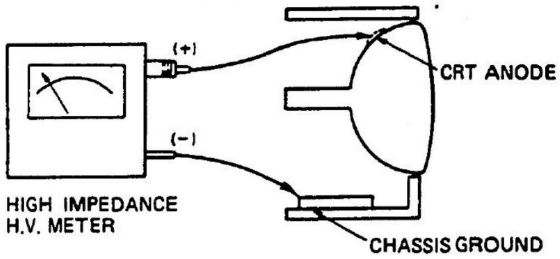

Fig. 1 Connection of H.V. Meter
2. Connect a high voltage voltmeter between the CRT anode and the chassis ground as shown in Fig. 1.